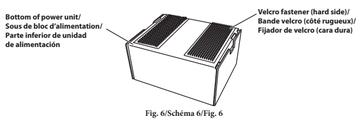

Fig. 6/Schéma 6/Fig. 6
1 Attach the velcro fastener (hard side) ⑥ to the bottom of the power unit ① (see Fig. 6).